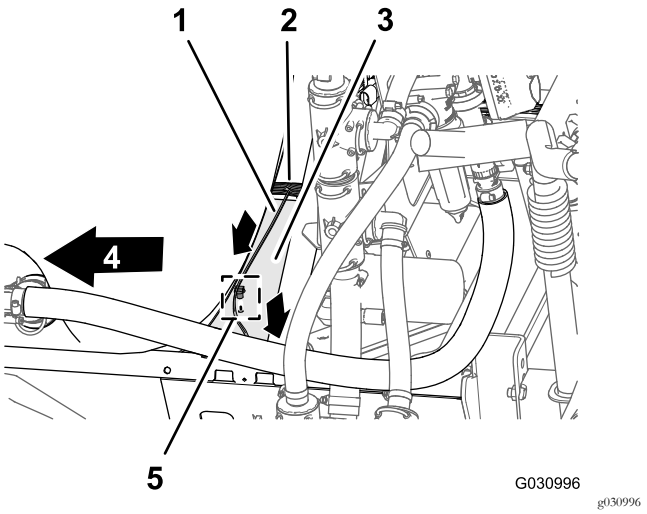

Figura 113
1. Enrute la rama de 74 cm del arnés de cables del solenoide de la bomba de fumigación por encima del perfil del bastidor del fumigador, y hacia abajo hasta el solenoide de la bomba de fumigación (Figura 113).
2. Introduzca la grapa de la rama de 74 cm del arnés de cables en el orificio del perfil del bastidor del fumigador (Figura 113).